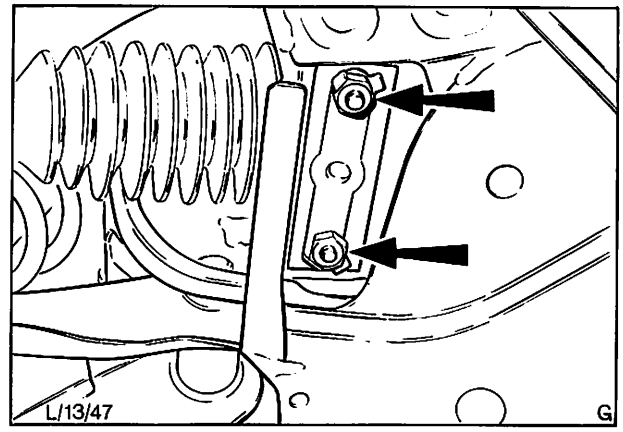

Abb. 21 Mutter der U-Bügel und Sicherungsbleche
13. U-Bügel und neue Sicherungsbleche einbauen. Mutter anschrauben und mit dem vorgeschriebenen Drehmoment festziehen, Abb. 21. Nasen des Sicherungsblechs umbiegen.